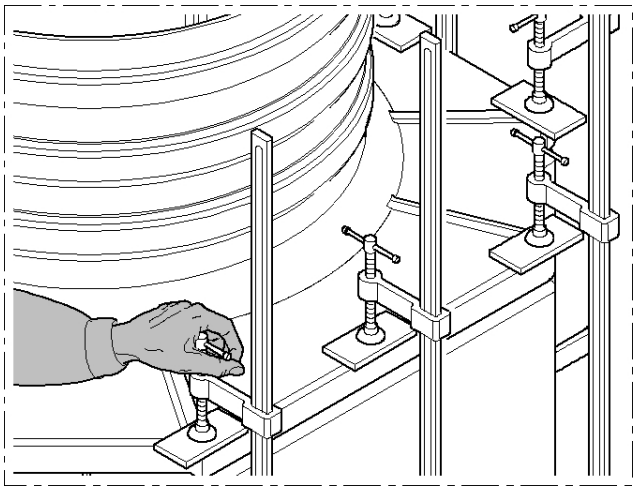

Fig. 5
• Durante el tiempo de enfriamiento de la junta, cerrar aún más los cierra-juntas para que los dos componentes adhieran de manera correcta. (Fig. 5)